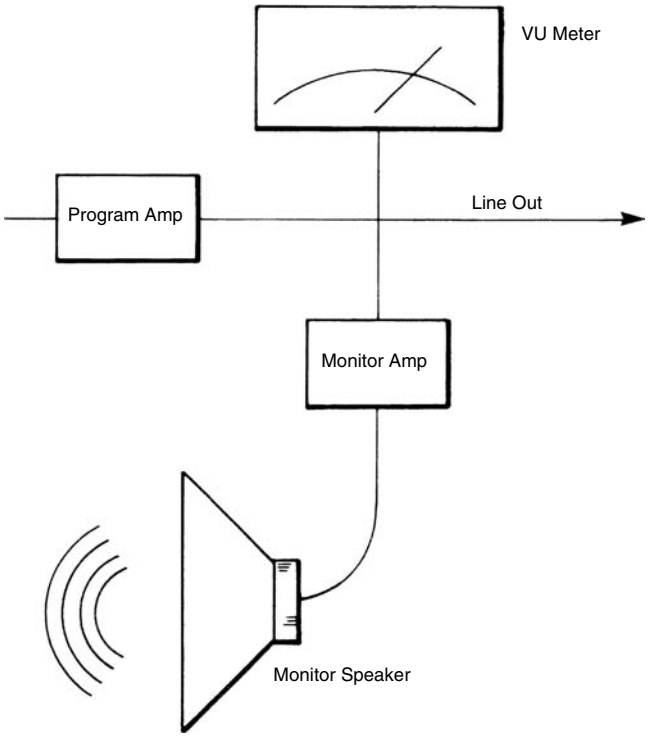

FIGURE 3.8 A block diagram of the monitor amplifier section of an audio console.
Once the signal is through the input gain controls, it's amplified in a program amplifier and then sent several places (see Figure 3.8). One of these is a **monitor amplifier.** This amplifies the signal so that it can be sent into a **monitor speaker** to enable the operator to hear the signal that is going out. Boards usually contain a simple potentiometer to control the gain of the monitor speaker. For instance, our example board has a pot labeled STUDIO, which controls the volume of the monitor speakers. This control in no way affects the volume of the sound being sent out to an audio recorder (or transmitter, etc.). It only controls the volume for the person listening in the control room. A common mistake of beginning broadcasters is to run the studio monitors quite loud and think all is well, while in reality they have the signal going through the audio board (and therefore to a recorder or on the air) at a very low level. It's important for the operator to be aware of the level of sound going out the line.
5. Audible sound comes from what in Figure 3.8?